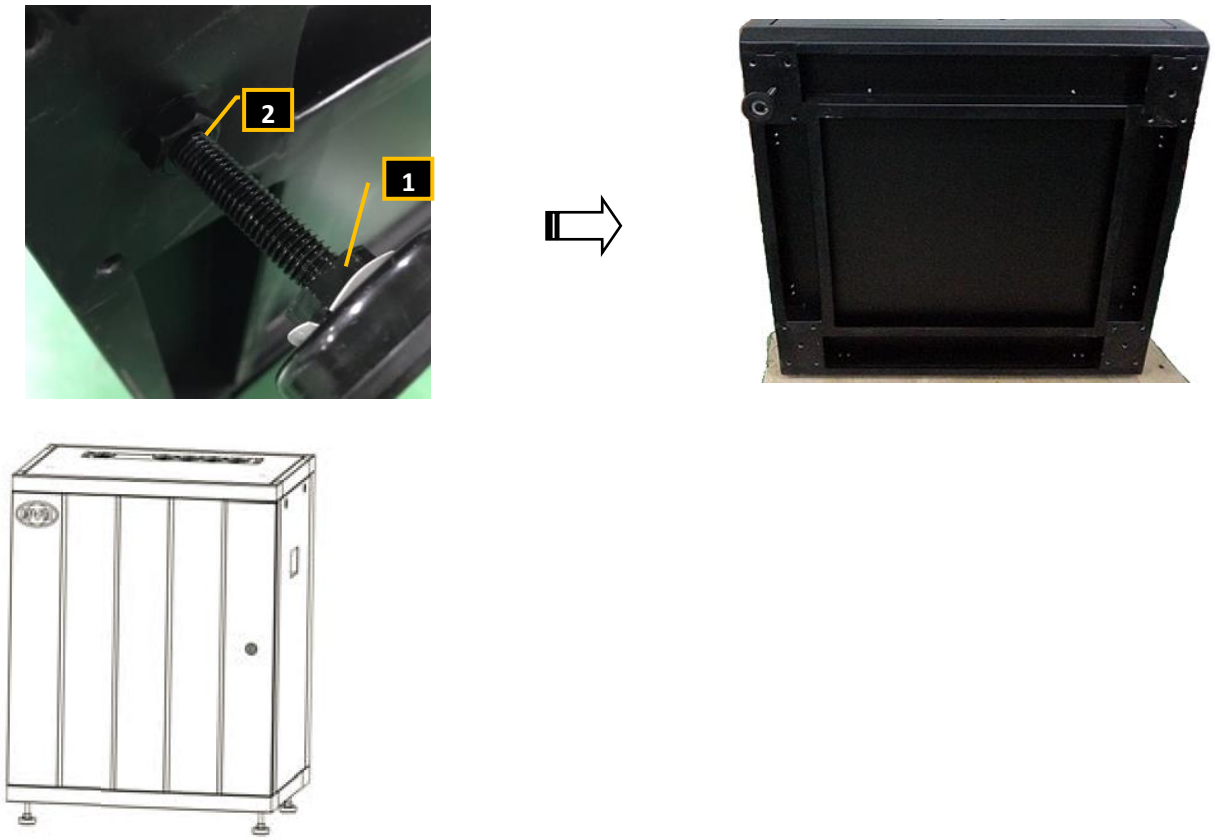

Abbildung 9: Montieren der Standfüße und Aufstellen des Gehäuses
2. Befestigen Sie mit dem Schraubenschlüssel die Schraube “1”(markiert mit Nummer 1 in Abbildung 9);
3. Drehen Sie die Schraube “2” an das Gehäuse (wie abgebildet in Abbildung 9);